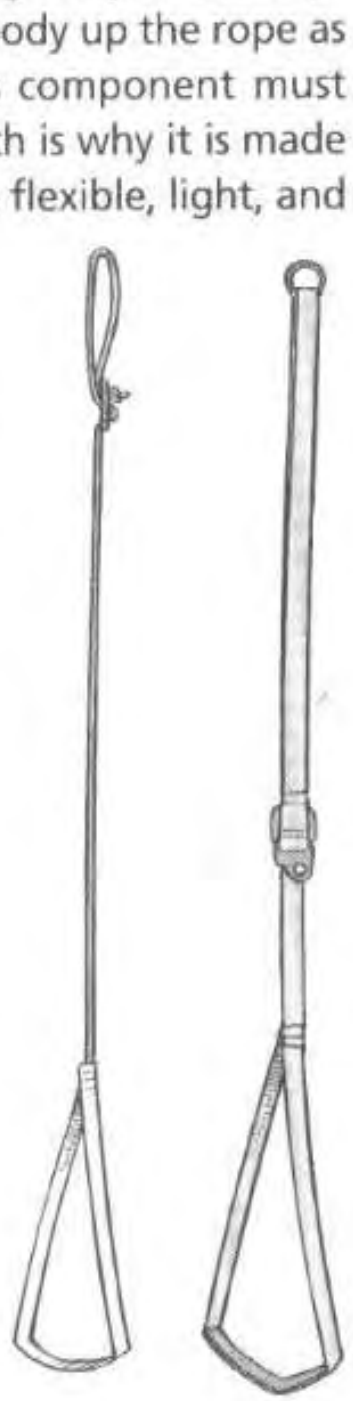

Fig. 33 – The footloop is made from either webbing or cord. Spectra cord is ideal.
4. A single cord or strap with a single loop is the lightest and most compact assembly (fig. 33). It allows one foot to remain free for more maneuverability against a wall, and also allows both feet to be used for upward strides during longer climbs. In this case, place one foot over the top of the other at the edge of the loop. The single footloop is an ideal assembly if you are using a foot ascender.